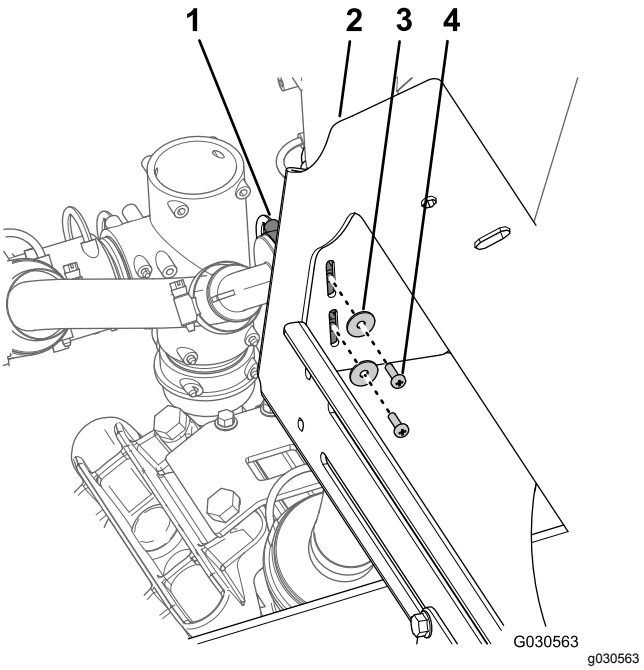

Figur 97
1. Fjern de to flathodeskruene (nr. 10 x 5/8 tomme) og de to skivene (nr. 10) som fester T-stykket til venstre side av manifoldfestet (Figur 97).